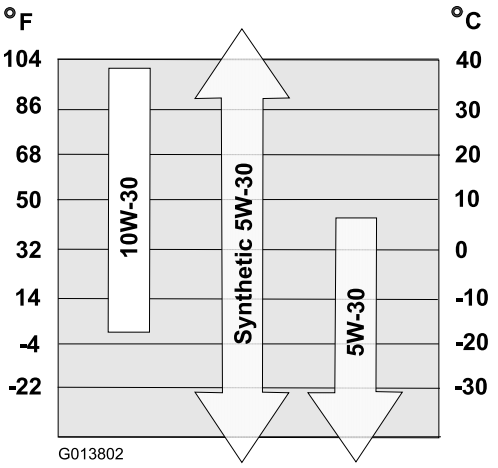

Рисунок 21
6. Используйте Рисунок 21 (см. ниже) для выбора оптимальной вязкости масла для ожидаемого диапазона наружных температур: